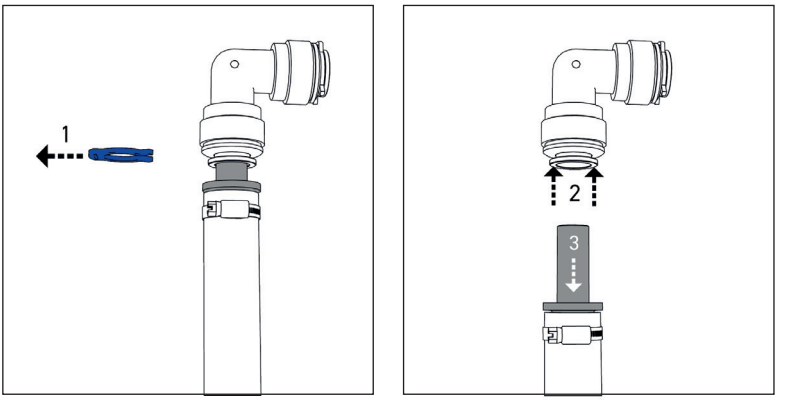

Abbildung 23
- Entfernen Sie die Wasserleitungen von den Wasseranschlüssen der UV-Einheit *(Abbildung 23)*. Entfernen Sie zuerst den Sicherungs-Ring (1). Das Halteelement mit den Fingern oder unter Zuhilfenahme einer Lösehilfe (z.B. Sicherungs-Ring) zurückdrücken und festhalten (2). Das eingesteckte Rohr/Schlauch kann nun entfernt werden (3).